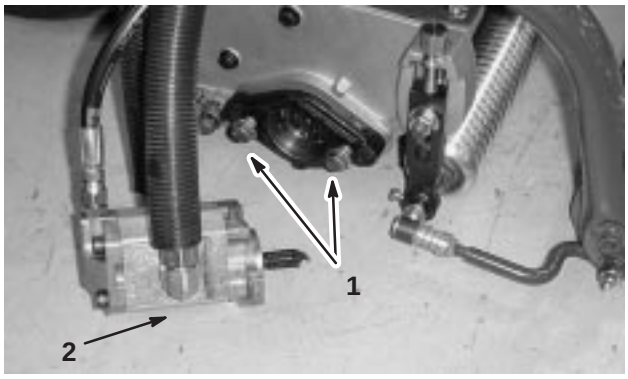

**Figure 13**
7. Assemble the mounting capscrews for the reel drive motor to each cutting unit. Leave approximately 1/2 in. (13 mm) of threads exposed on each mounting capscrew (Fig. 13).
10. Coat the spline shaft of the motor with clean grease and install the motor by rotating the motor clockwise so that the motor flanges clear the studs. Rotate the motor counterclockwise until the flanges are encircling the studs. Tighten the mounting capscrews (Fig. 13).